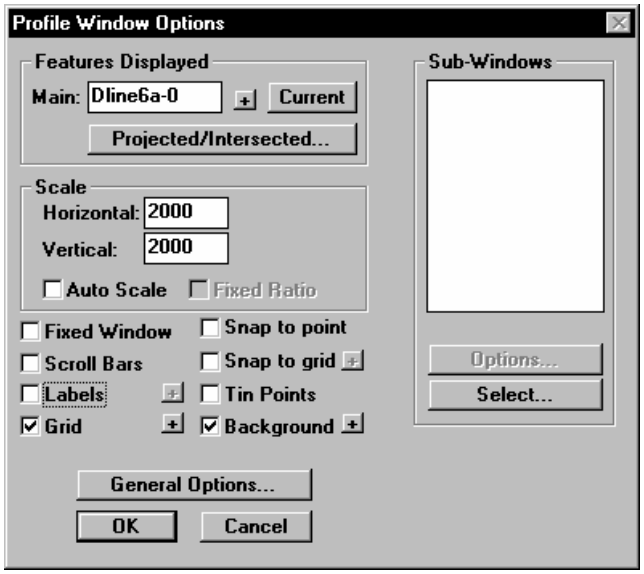

Figure 14.12 Profile Windows Options
10. Change the data in the Profile Windows Option dialog box to match Figure 14.12. To change the scales clear the *Auto Scale* check box and then type in the numbers shown. Press OK to accept changes.